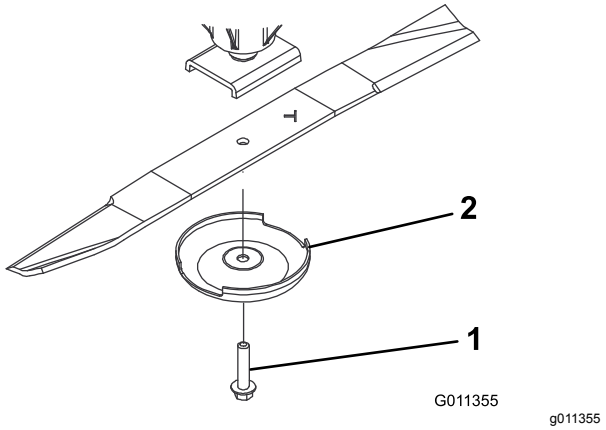

Figuur 88
2. Pak het uiteinde van het mes vast met een doek of een dikke, gevoerde handschoen. Verwijder de mesbout, de antiscalpeercup en het mes van de as (Figuur 88).
3. Plaats het mes met de vleugel in de richting van het maaidek en bevestig de antiscalpeercup en de mesbout (Figuur 88). Draai de mesbout vast met een torsie van 115 tot 149 N·m.